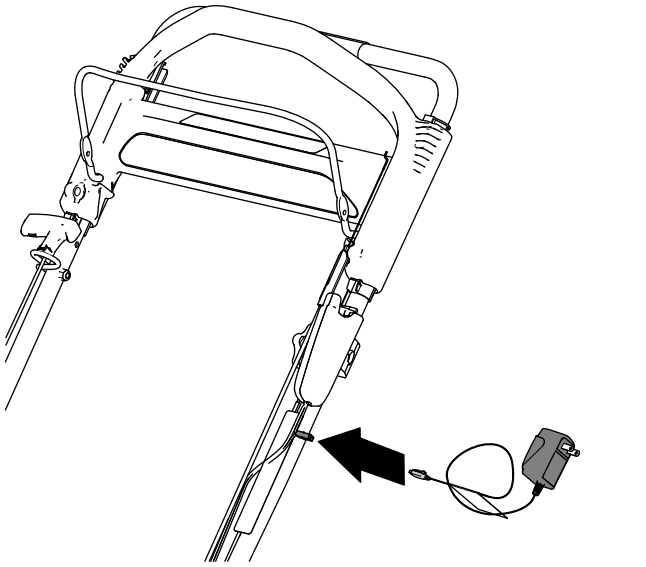

Figur 41
1. Anslut laddaren till kablaget nedanför knappen till den elektriska startmotorn (Figur 41).